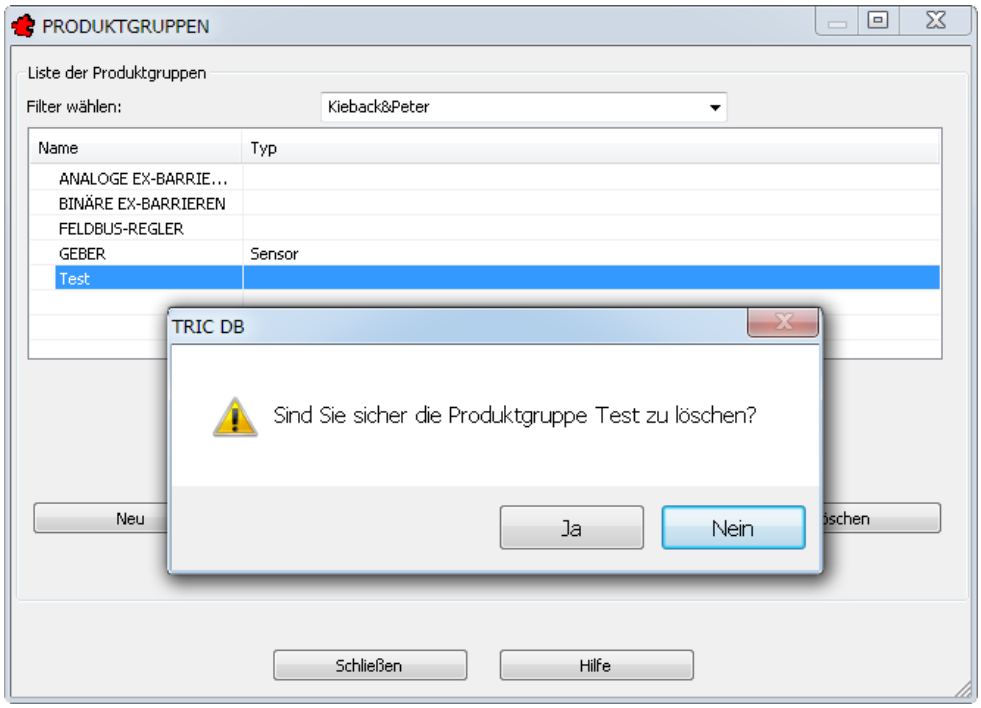

Bild 36.42 – Löschen von Produktgruppen
- Bestätigen Sie die Sicherheitsabfrage (Abb. 36.42).